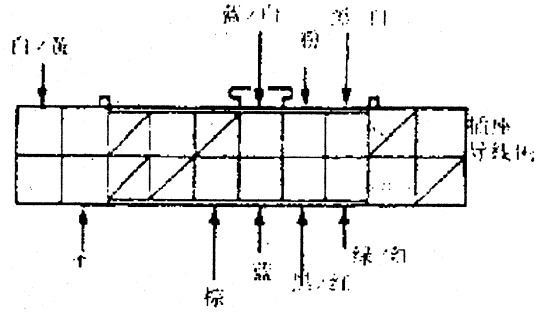

图 17－18　驾驶席侧的车门多路控制装置插头
(1)拆下驾驶席侧车门板，从车门多路控制装置上拆开其 20 芯插头(图 17－18)。